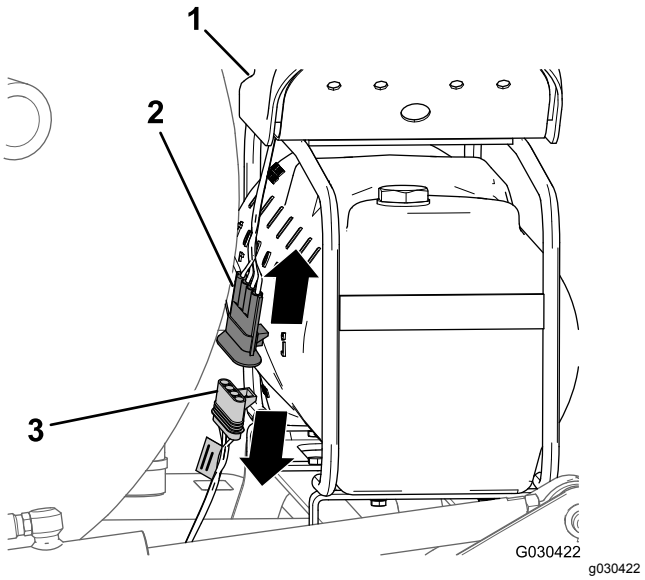

Figuur 4
1. Zoek achteraan de schuimmarkeerdertank de kabelboom aan de compressor (Figuur 4).
2. Maak de stekker met 4 pinnen van de kabelboom van de compressor los van de stekker met 4 bussen van de achterste kabelboom van de machine (Figuur 4).